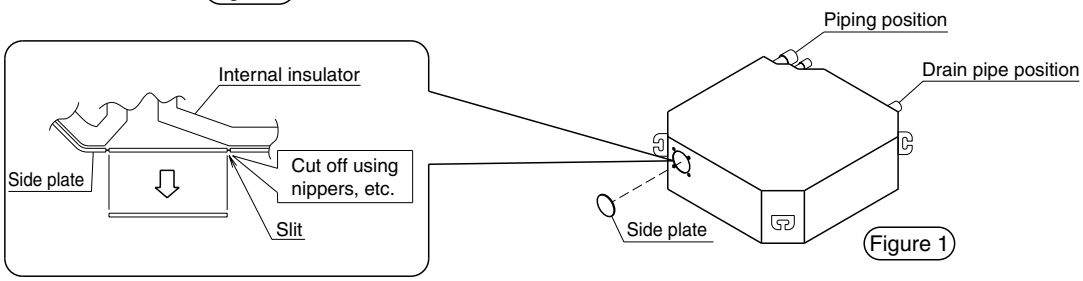

Figure 1
1) Cut off the side plate of the indoor unit main body along the dowel hole without damaging the internal insulator. (Figure 1)
1. Cut off the knockout hole on the side plate. (Fig. 1)